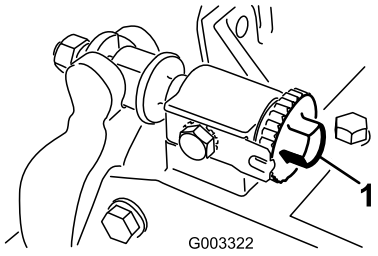

Figur 23
1. Øg kontakten mellem knivcylinder og bundkniv ved at dreje bundknivens justeringsknapper (Figur 23) mod uret, indtil der ikke længere er kontakt.